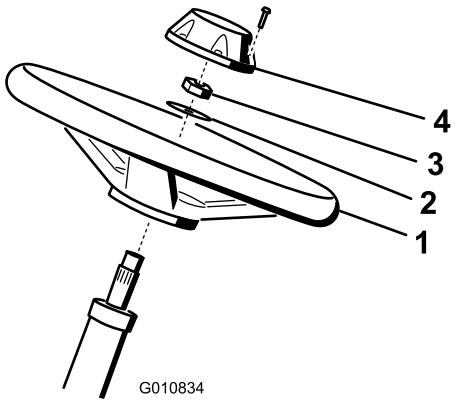

Figure 5
1. Glissez le volant sur l'arbre de direction (Figure 5).
2. Glissez la rondelle sur l'arbre de direction (Figure 5).
3. Fixez le volant sur l'arbre au moyen d'un écrou de blocage serré à un couple de 27 à 35 Nm (Figure 5).
4. Fixez le couvre -moyeu au volant avec une vis (Figure 5).